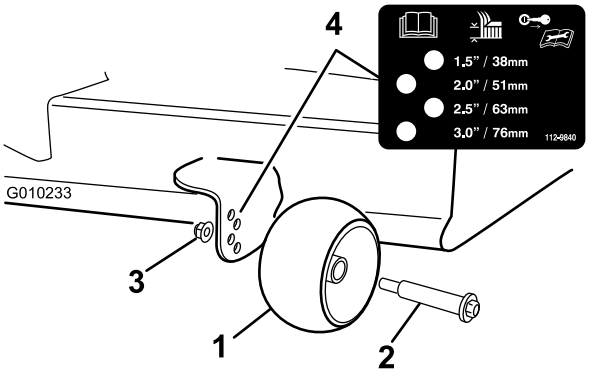

Figur 21
3. Juster antiskalperingsrullerne (Figur 21) for at matche den tætteste klippehøjdeposition.